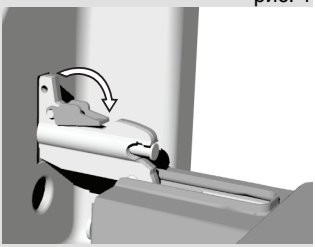

рис. 2
- На дверце с закрыванием GentleClose откиньте фиксаторы под углом 90° (рис. 2).